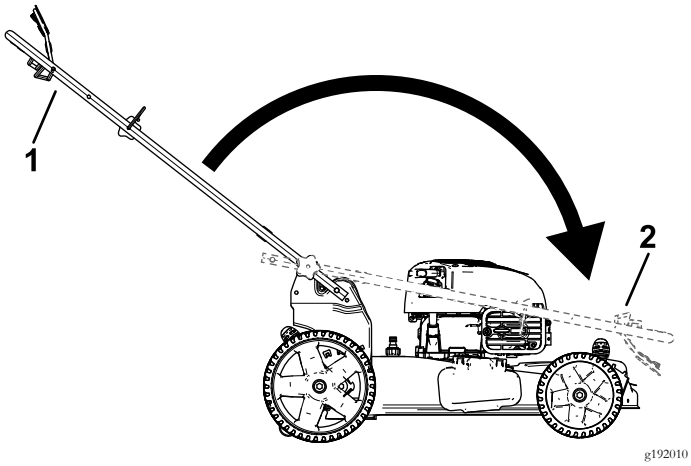

Figuur 24
2. Verwijder de handgreep door deze naar voren te draaien (Figuur 24).